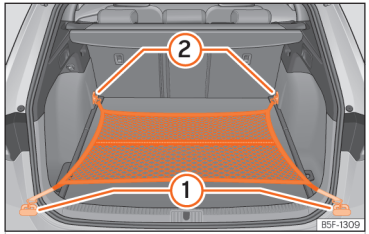

Abb. 195 Im Gepäckraum: flach eingehängtes Gepäcknetz.
- Hängen Sie die Haken in die Verzurrösen ein ››› (Abb. 195) ① und ② ››› ⚠. Der Reißverschluss des Gepäcknetzes muss dabei nach oben zeigen.